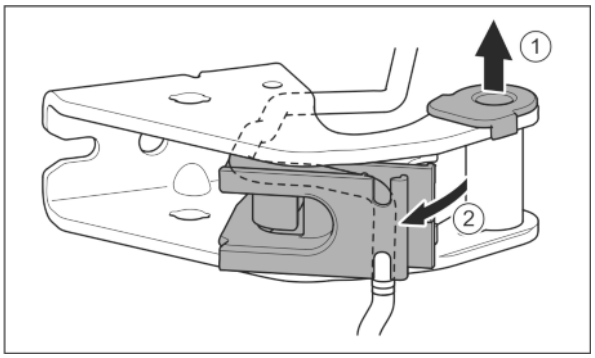

Fig. 29
- ▶ Tirer la douille de palier en dehors du guide. *Fig. 29 (1)*
- ▶ Incliner le support de câble vers l'extérieur. *Fig. 29 (2)*